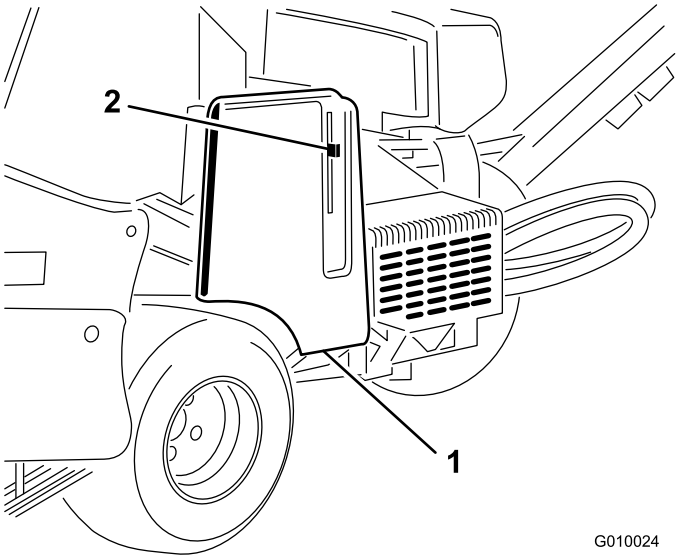
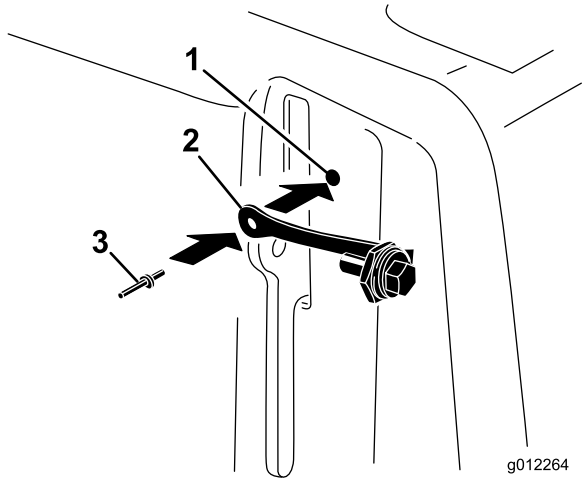

Figur 9
Figur 10
1. Finn hullet i remdekselet ved siden av låsespaken (Figur 9 og Figur 10).
2. Bruk hullet i remdekselet og monter snorenheten med en popnagle (Figur 10).